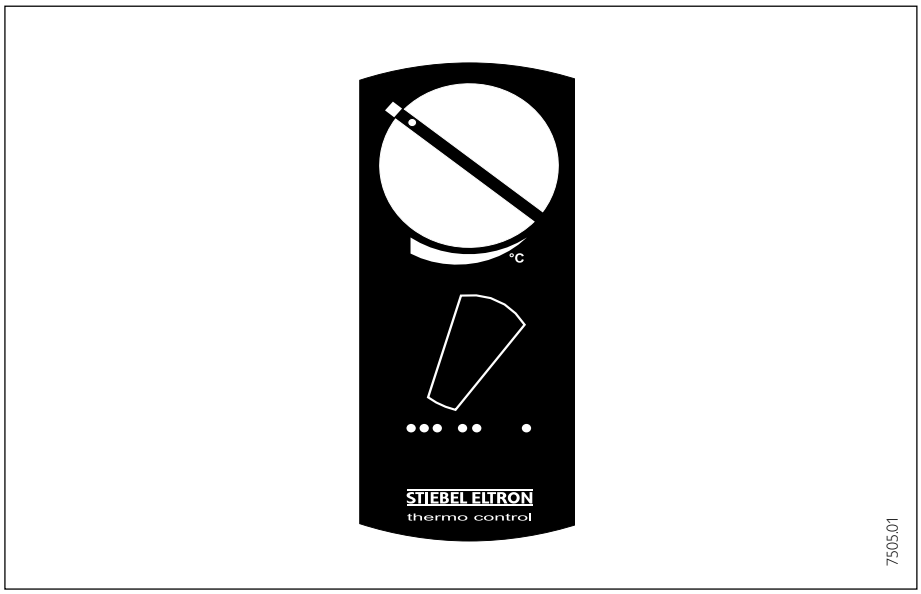

Abb. 22
1. Grundeinstellung wählen (siehe Abb. 22).